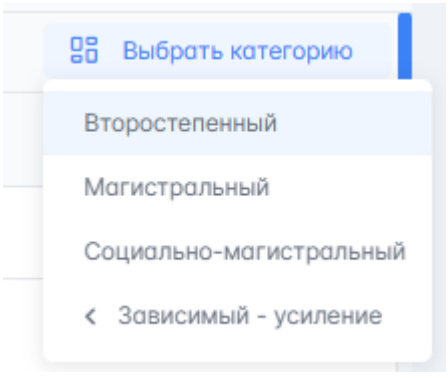

Рисунок 172 – Выбор категории маршрута
1. Для каждого маршрута необходимо выбрать его категорию – приоритетность соблюдения интервалов движения. Для выбора категории необходимо в общей таблице интервалов справа от наименования маршрута нажать на Выбрать категорию, откроется контекстное меню с категориями маршрутов (рисунок 172), перечисленных ниже по приоритетам от наибольшего к наименьшему: